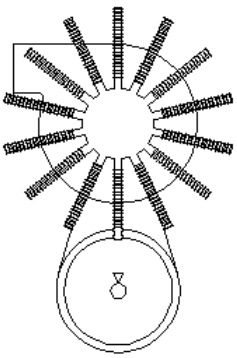

Figura 1
1. Un colector radial adosado a la turbina con 14 salidas radiales para conectar, mediante tubos plásticos espiralados de 38 mm de diámetro. (ver figura 1)